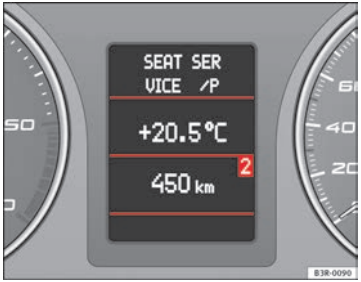

Fig. 65 Driver information system
- Press the MODE button (B) repeatedly to switch between modes, which are then displayed in the driver information system ⇒ fig. 65.
- Scroll and press the left thumbwheel (A) to select a function from one of the menus.
- The speech control system* for the on-board phone system is enabled by pressing the talk button (C). Pressing the talk button again disables speed control*.
- Scroll the right thumbwheel (D) up/down to increase/decrease the volume. ■